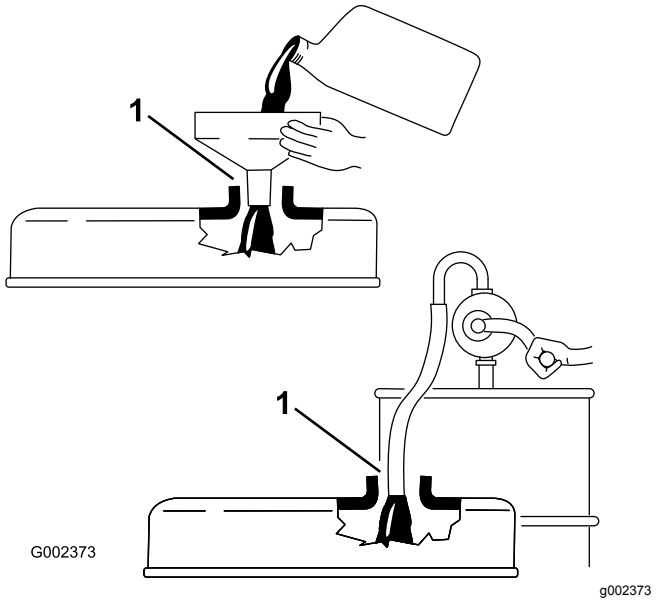

**Rysunek 17**
***Ważne:*** **Podczas dolewania lub nalewania oleju należy zachować odstęp między urządzeniem do nalewania oleju i otworem wlewu oleju w pokrywie zaworu, co zostało pokazane na Rysunek 17. Odstęp ten jest niezbędny do zapewnienia wentylacji podczas nalewania, co zapobiega przelaniu się oleju do odpowietrznika.**